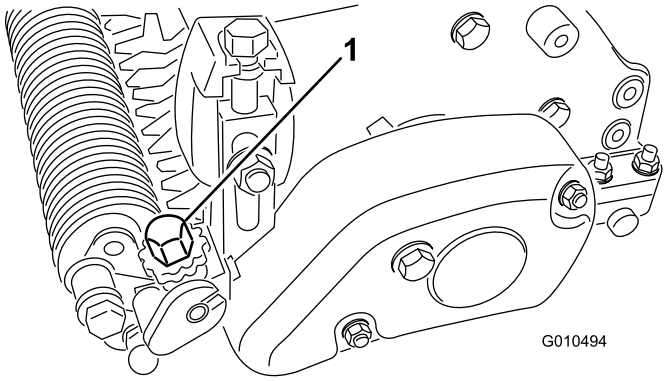

Figura 25
6. Rode o manípulo de ajuste da altura do rastelo, para levantar ou baixar a ponta até à altura desejada do rastelo (Figura 25).